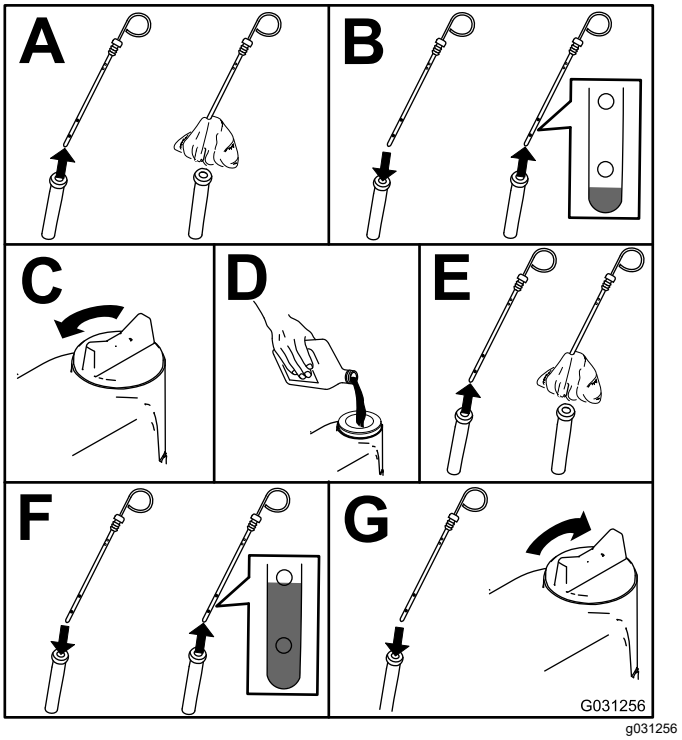

Figura 49
2. Compruebe el nivel de aceite del motor; consulte Figura 49.